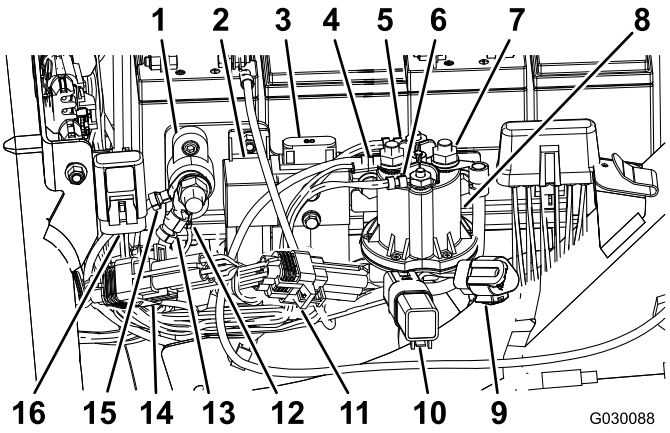

Figura 9
11. Rimuovete ed eliminate il tappo dal fusibile (10 A, 58 V) come illustrato nella Figura 9.
12. Inserite il morsetto con il fusibile (10 A, 58 V) nel tappo preesistente montato sul telaio della macchina (Figura 9).
13. Collegate il connettore del relè di attivazione dei cilindri a comando elettrico (P07), come illustrato nella Figura 9.
14. Collegate il connettore a 90 gradi lato interruttore (J07) del cablaggio preassemblato al morsetto posteriore del contattore (48 V c.c.) e fissatelo al morsetto (Figura 9).
16. Collegate i 2 connettori della bobina del contattore principale al contattore (48 V c.c.), come illustrato nella Figura 9.
17. Collegate il filo contrassegnato con "Battery Side" (lato batteria) e il filo di scollegamento della batteria al morsetto anteriore del contattore (48 V c.c.), come illustrato nella Figura 9.
19. Collegate il modulo di identificazione (P08) come illustrato nella Figura 9.
20. Collegate il modulo dell'interfaccia CAN (P10) come illustrato nella Figura 9.
24. Collegate i connettori dei morsetti di messa a terra (J06 e J08) alla morsettiera di messa a terra (Figura 9).